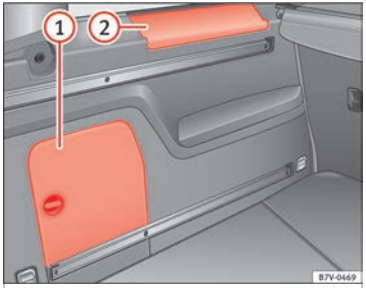

Afb. 187 In de bagageruimte: zijopbergvak.
Aan de zijkant van de kofferruimte zijn er bijkomende vakken ››› **afb. 187** (1) en (2). Draai de sluiting rechtsom om het vak (1) te openen. Til het deksel op om het vak (2) te openen. In het vak (1) kan zich de **Cd-wisselaar** af fabriek bevinden. In het deksel van het vak (1) kunt u op een veilige manier de deksels van de hoedenplank bewaren.